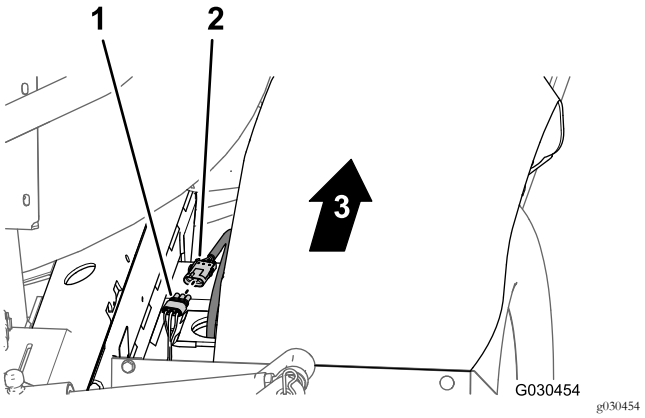

Figura 21
1. En la parte trasera de la máquina (entre el larguero derecho del bastidor y el guardabarros derecho), desconecte el conector de 3 pines del arnés de cables del sensor de velocidad del motor de tracción hidráulica derecha del conector hembra de 3 vías del arnés de cables trasero (Figura 21).